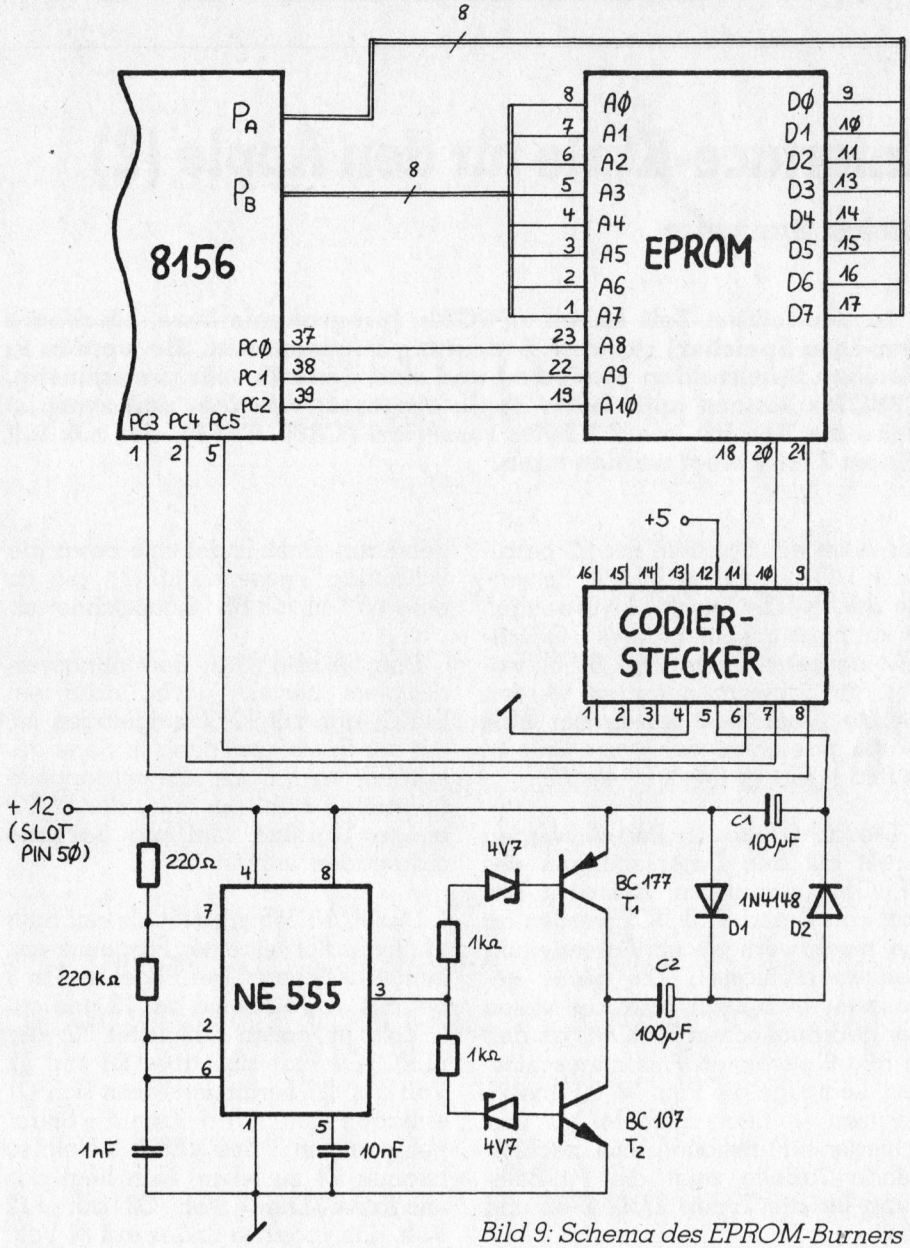

Bild 9: Schema des EPROM-Burners
Als Verbindungsglied zwischen dem EPROM und dem Mikroprozessor dient ein Baustein mit 22 parallelen I/O-Leitungen (Bild 9). Es wurde der INTEL-Chip 8156 verwendet; es könnte auch ein anderes I/O-Port-IC eingesetzt werden (z.B. 8255), wobei die Software geändert werden müsste. Vom 8156 wurde nur eine Hälfte gezeichnet; der ganze Chip ist in Bild 1 gezeigt (M+K 83-4 p. 50).
Die acht Bits von Port A werden direkt mit den Datenleitungen des EPROMs verbunden; die acht Bits von Port B und PC0..PC2 werden an die niederwertigen elf Adressleitungen angeschlossen. Die bisher genannten Leitungen sind bei vielen der gebräuchlichen EPROMs an den in Bild 9 gezeigten Pins angeschlossen. Lediglich die Pins 18, 20 und 21 besitzen je nach EPROM-Typ verschiedene Funktionen. Die nachfolgende Tabelle zeigt die Pin-Belegung für die Typen 2716, 2732 und 2532:
Damit beim Programmieren eines EPROMs nicht jedesmal ein Netzgerät angeschlossen werden muss, werden die benötigten 24 V in einem nur sechs Kubikzentimeter grossen DC-DC-Wandler erzeugt, der noch auf der Platine untergebracht werden kann. Dazu findet eine bewährte Schaltung Verwendung (3), die im unteren Teil von Bild 9 gezeichnet ist.